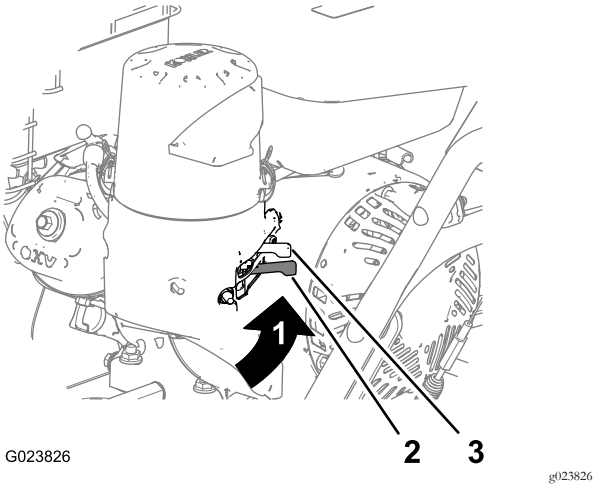

Figur 9
Flyt brændstofafbryderventilen, som er placeret under chokeren, til højre for at åbne for brændstoftilførslen (Figur 9).
2. På motorens bageste venstre side skal du flytte chokeren til venstre til positionen ON (Til). På en varm motor – lad chokeren være i positionen OFF (Fra) (Figur 9).
5. Lad motoren varme op i nogle minutter, og flyt derefter chokeren til positionen OFF (Fra) (Figur 9).
5. Brug brændstofafbryderventilen for at afbryde brændstoftilførslen, når du ikke skal bruge maskinen i et par dage, parkerer maskinen i en bygning eller transporterer maskinen til og fra arbejdsstedet (Figur 9).